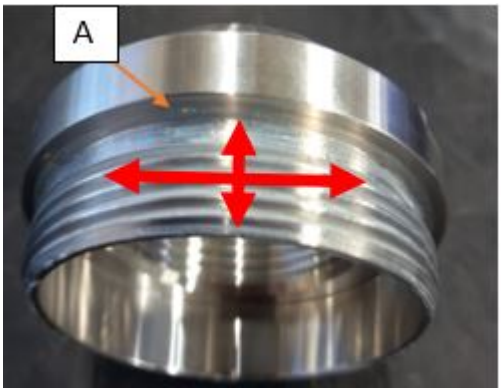

Abb.9
1. Schrauben (13) nach Abbildung 9 über den vollen Umfang entlang der Gewindesteigung leicht einfetten.
2. Buchse (16) in die Welle einsetzten (nur beim TB 2").
3. Die Buchse (8) in das Gehäuse (1) einsetzen.
4. Die Scheibe (9) auf die Welle (6) schieben und in die Buchse (8) einsetzen.
5. Den Regler (7) und anschließend den Motor (5) in das Gehäuse (1) einsetzen.
6. Einlass (3) nach Abbildung 9 über den vollen Umfang entlang der Gewindesteigung leicht einfetten. Stirnfläche A muss fettfrei bleiben!